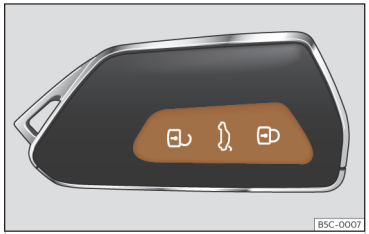

Fig. 70 Llave por control remoto: teclas.
- Bloquear: pulse el botón 🔒 >>> **fig. 70**.